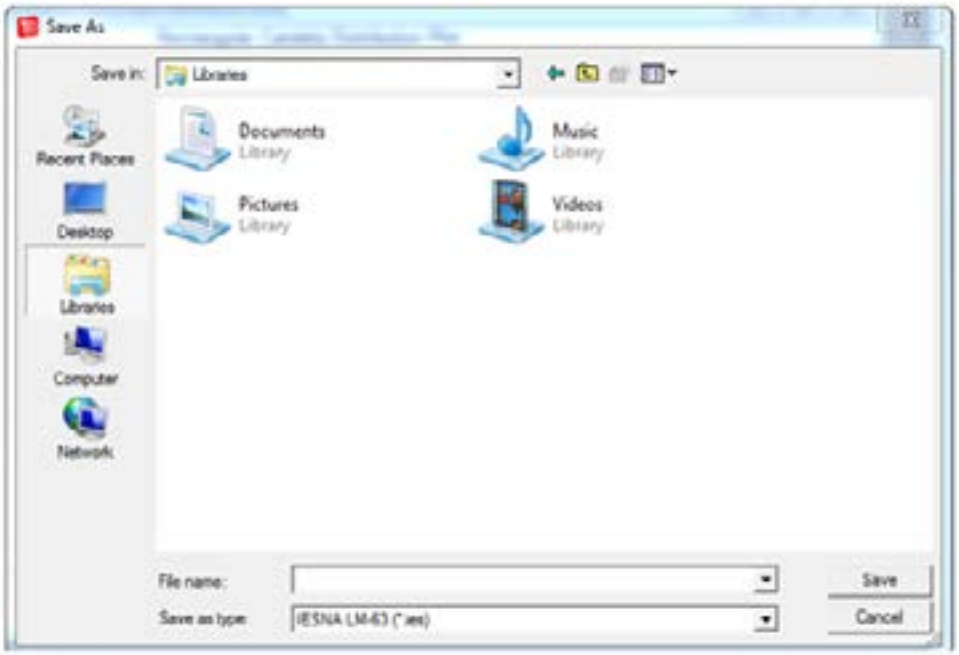

FIGURE 6.25 - Save As dialog for candela plots with IESNA type selected
図 6.25 は、「名前を付けて保存」を選択したときに表示されるダイアログを示しています。ファイルの種類には、テキスト (.txt)、IESNA LM-63(.ies)、Eulumdat(.ldt)、ビットマップ (.bmp) の 4 つのオプションがあります。テキストファイルオプションはデータをテキストファイルに保存します。ビットマップオプションはプロットのビットマップスクリーンショットを保存します。IESNA および Eulumdat オプションは、データを保存するためのいくつかのオプションを提供します。以下の段落で、これらのオプションについて説明し、示します。
- **チェックボックス :** このボックスをチェックすると、Eulumdat (*.ldt) ファイルタイプが選択されたときに、このダイアログが開きます。ボックスがチェックされていない場合、このダイアログは自動的に開かず、図 6.25 に示すように「ファイルデフォルトの変更」ボタンをクリックして手動で開くことができます。